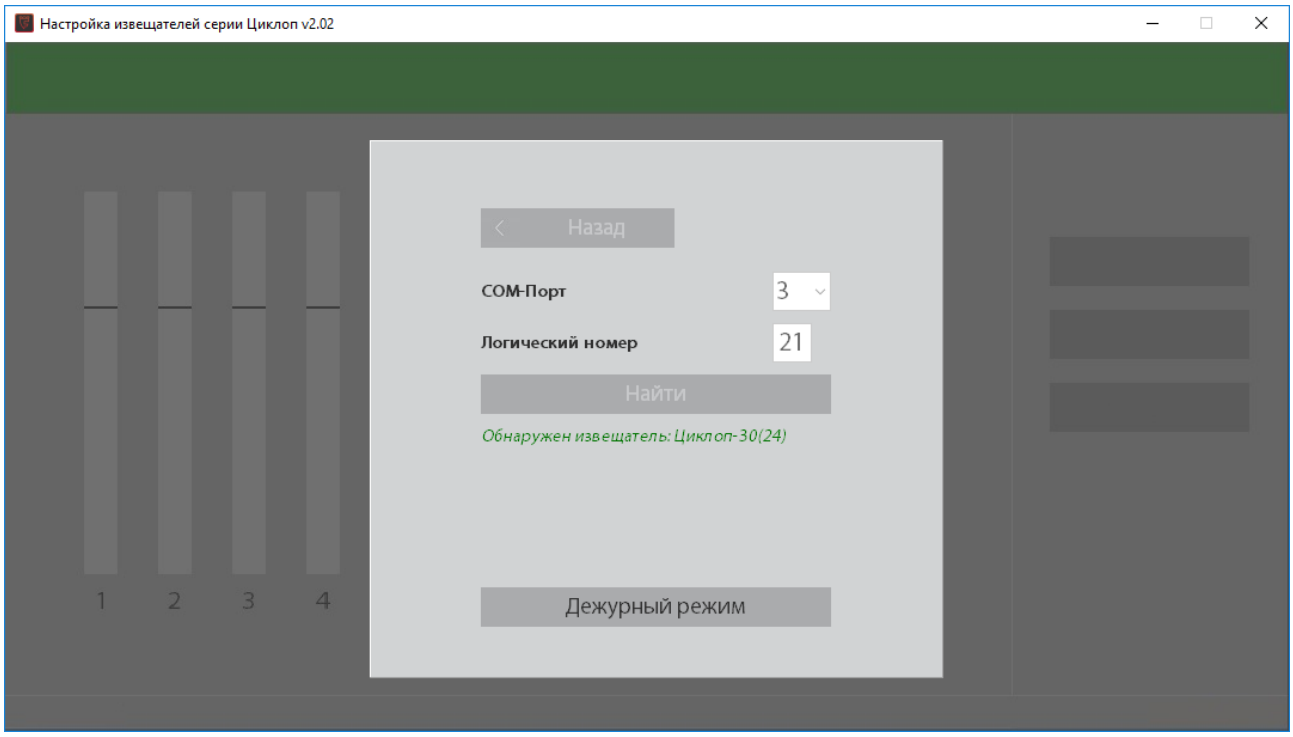

Рисунок 2.7
2.4.2.3 Необходимо выбрать COM-порт согласно номеру Виртуального COM-порта, логический номер извещателя и нажать кнопку «Найти». При успешном поиске появится надпись зелёным цветом об обнаружении извещателя (рисунок 2.7).